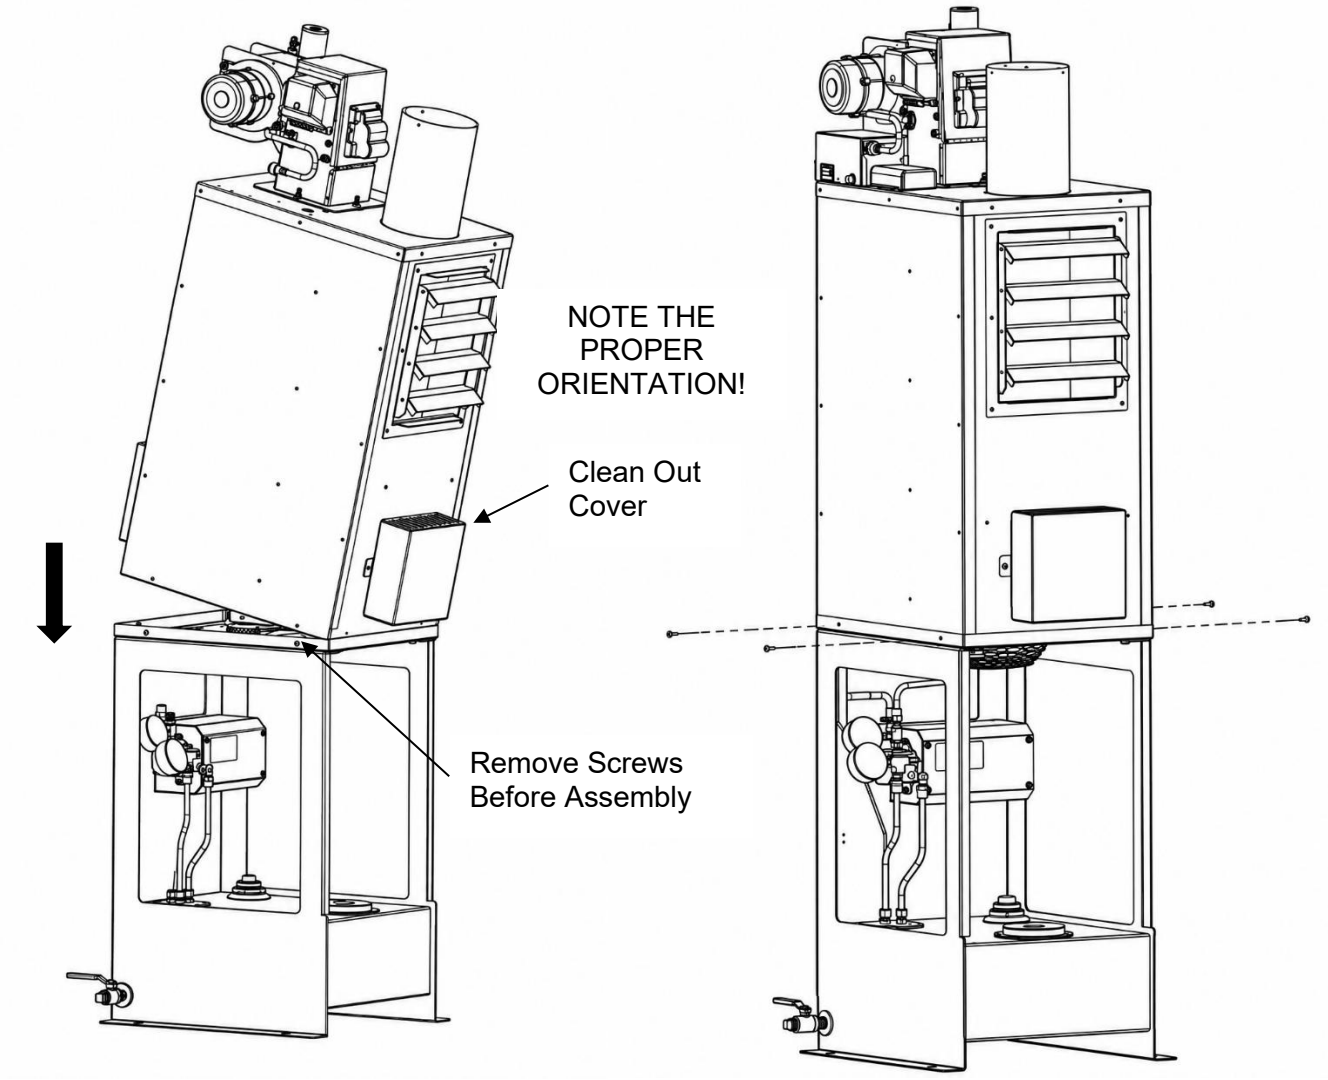

Figure 2.2 – Assemble the Sections
3. Remove the four ¼-20 screws from the bottom sides of the cabinet using a 7/16” nut driver or wrench. Set them aside for use later. (Refer to Figure 2.2 below.)